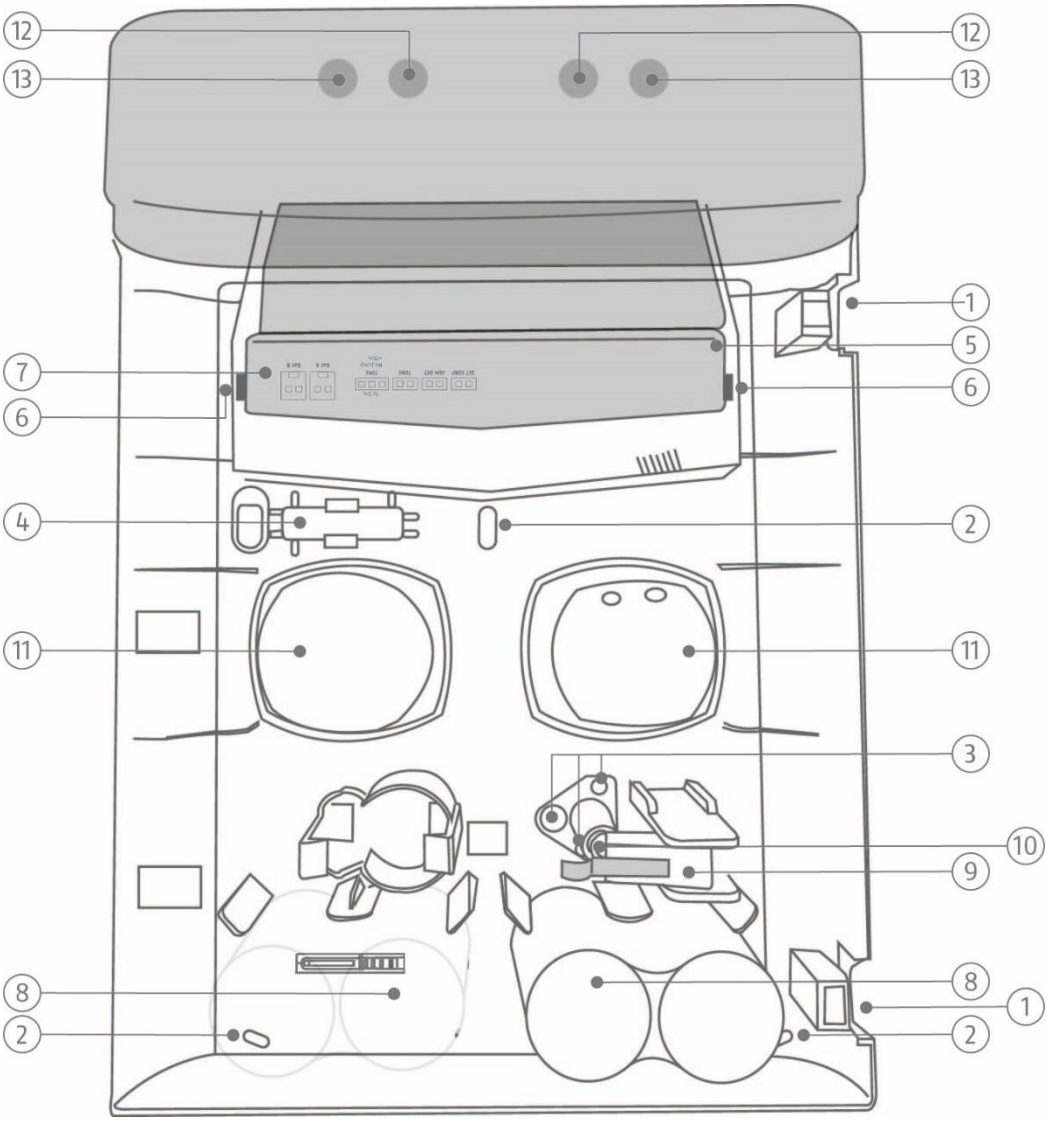

Abbildung 1: Überblick über die Sirene
- Öffnen Sie die zwei Abdeckungen für die zwei Deckel-Halteschrauben (siehe Abb. 1).
- Nehmen Sie die Brücken-/Anschlussabdeckung ab (siehe Abb. 1), indem Sie die beiden Haltelaschen (siehe Abb. 1) nach außen drücken und gleichzeitig die Abdeckung anheben.